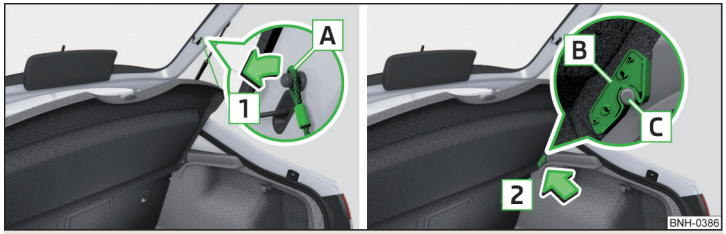

Fig. 85 **Remove the luggage compartment cover**
If the support straps A » Fig. 85 are attached to the boot lid, then opening the lid will raise the boot lid cover (hereafter referred to as cover).
› On both sides of the boot lid unhook the straps A in direction of arrow 1 » Fig. 85.
› Position the mounts on the cover B onto the side trim panel via pins C » Fig. 85.
- The holders B on the cover must be resting completely on the pins C on the side panel » Fig. 85.